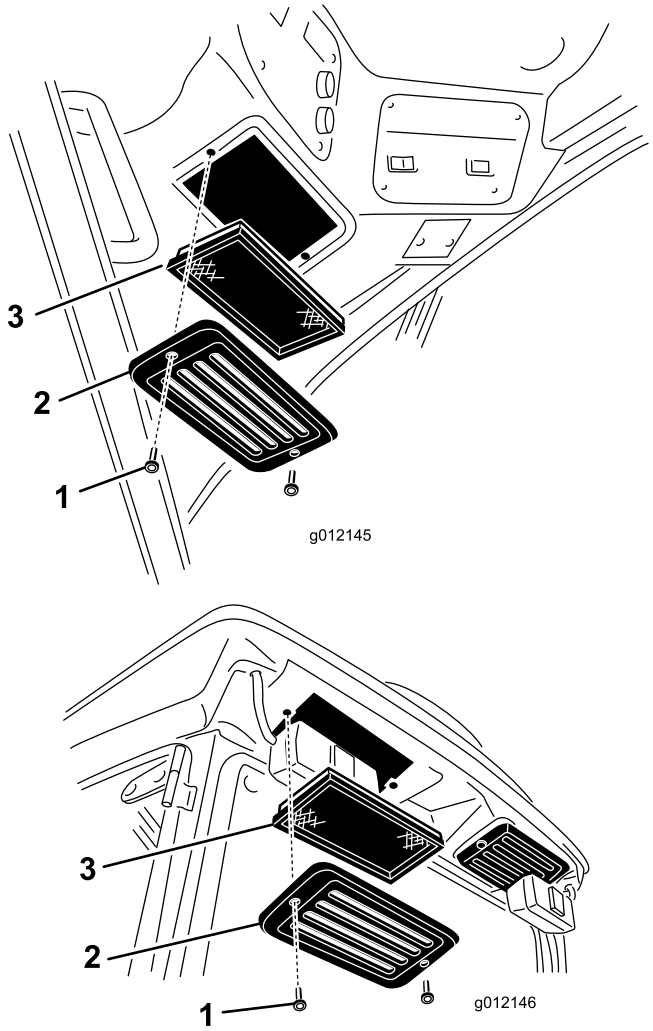

Figura 89
1. Remova os parafusos de aperto manual e as grelhas de ambos os filtros de ar da cabina (Figura 89).